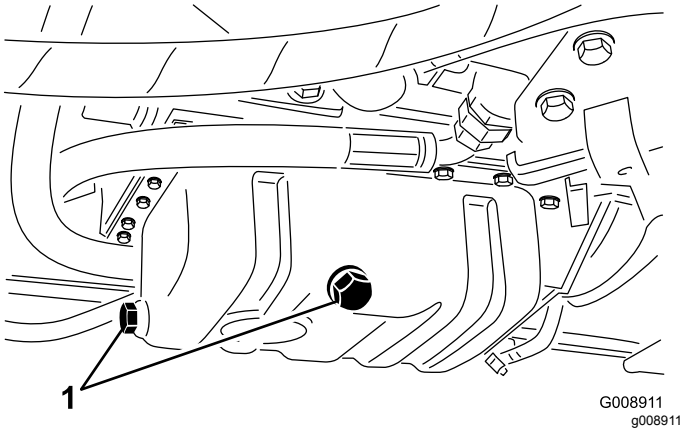

Rysunek 63
1. Wykręć jeden z dwóch korków spustu oleju (Rysunek 63) i odczekaj, aż olej spłynie do podstawionej wanienki, a następnie wkręć korek.